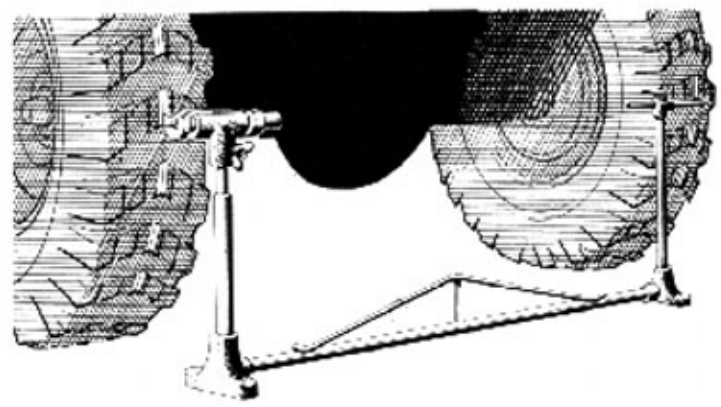

Bild 60-2. Mätning av skränkning
3. Nollställ verktygets mätskala och placera det bakom hjulen. Se till att spetsarna kommer i navhöjd. Placera mätningsändens mätspets i ritsen på det vänstra hjulet och ställ in den flyttbara mätspetsen mot högra hjulets rits, se bild 60-2.